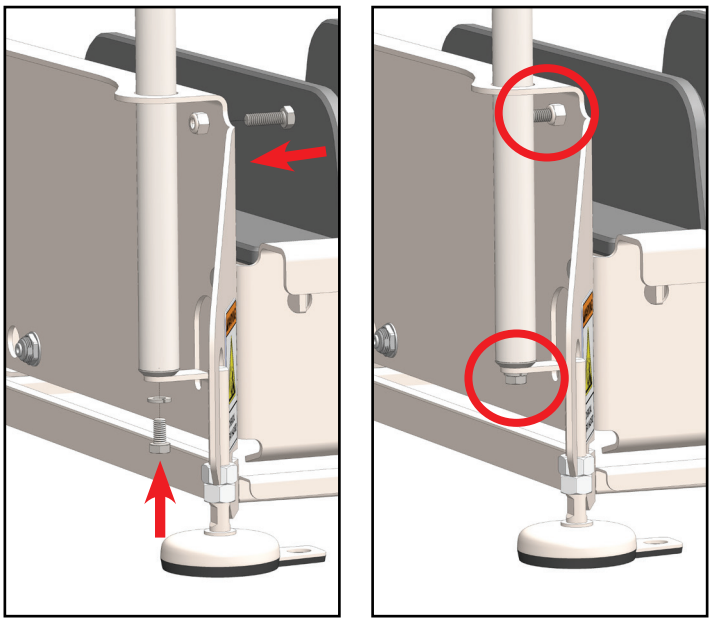

Fig. 5.2: Handrail stabilization bolts
2. Using a 1/2" wrench or socket, secure the handrails in place using the included 5/8" length bolts, with lock washers, to the bottom bracket of the each handrail [Figure 5.2].
3. Using two 1/2” wrenches tighten the bolt through the locknut until the bolt bottoms out against the handrail to secure in place [Figure 5.2].